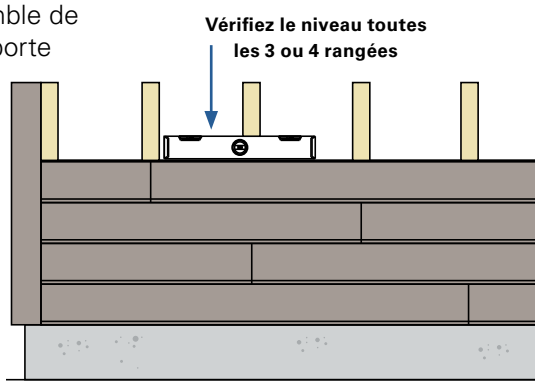

Fig. 25
- Vérifiez le niveau des planches toutes les 3 ou 4 rangées. Une différence de 0,16 cm (1/16 po) à 0,3175 cm (1/8 po) est considérée comme acceptable. *(Voir la Figure 25)*